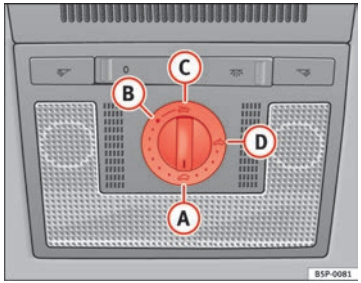

**Fig. 71 Roof lining description: sliding/tilting sunroof rotary knob**
If the sliding/tilting sunroof has been opened again by the roll-back function, it can be closed only by pressing the rotary button at the front in position (A) ⇒ Fig. 71 until the sliding/tilting sunroof has closed fully. **Please note that the sunroof will now close without the roll-back function.** ■